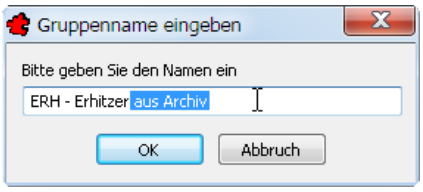

Bild 27.51 – Name für die lokale Gruppe
- Der folgende Dialog fragt Sie nach dem Namen, unter dem die Gruppe in Ihrer Bibliothek erscheinen soll. Falls dieser bereits existiert, können Sie ihn nicht verwenden – dies verhindert das versehentliche Überschreiben Ihrer eigenen Gruppen (Abb. 27.51).